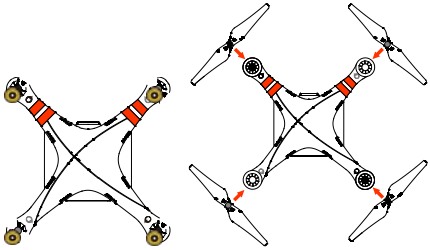

Fig.1 Fig.2
1. (Fig.1) Remove the four warning cards from the motors after you read them.